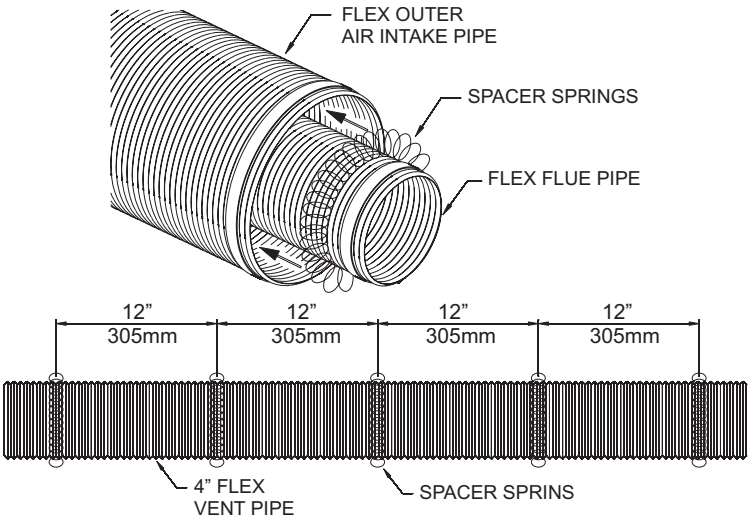

**Figure 30**
9. Install the spring spacers provided around the 4" diameter flex flue at 1 foot intervals, then slide the flue pipe with spacers into the 7" diameter outer flex vent pipe. Make sure the springs are spaced evenly starting at 12 inches from the fireplace collar. **See Figure 30.**